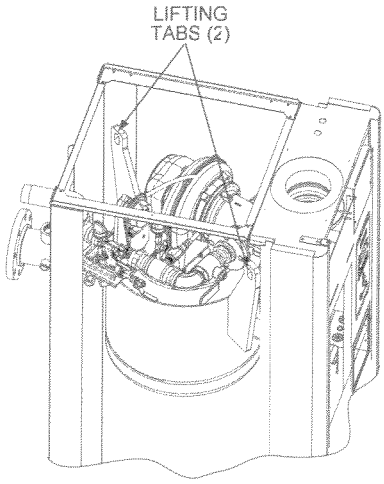

Figure 2-2
The unit must be installed on a 4 inch to 6 inch housekeeping pad to ensure proper condensate drainage. If anchoring the unit, refer to the dimensional drawings in Appendix F for anchor locations. Two lifting tabs are provided at the top of the heat exchanger as shown in Figure 2-2. USE THE TABS SHOWN IN FIGURE 2-2 TO LIFT AND MOVE THE UNIT. Remove the top panel from the unit to provide access to the lifting tabs. Remove the four (4) lag screws securing the unit to the shipping skid. Lift the unit off the shipping skid and position it on the 4 inch to 6 inch housekeeping concrete pad (required) in the desired location.